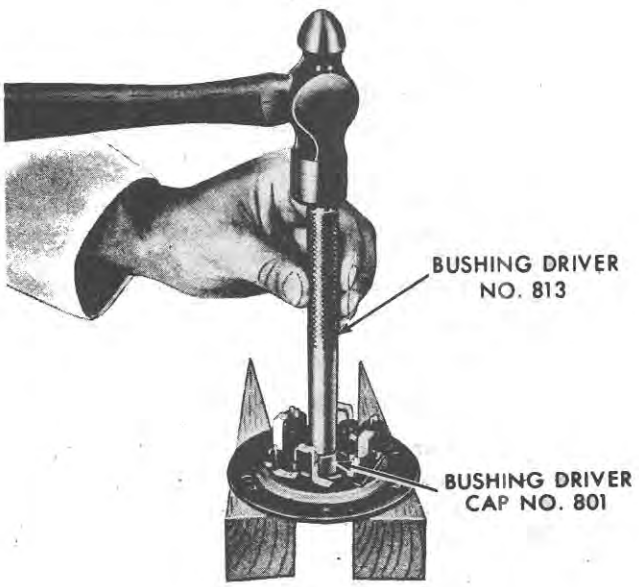

Figure 43
4. **4½-Inch Starting Motor:** Install the brush end plate bushing with Bushing Driver, No. 813, and Bushing Driver Cap, No. 801, Figure 43.